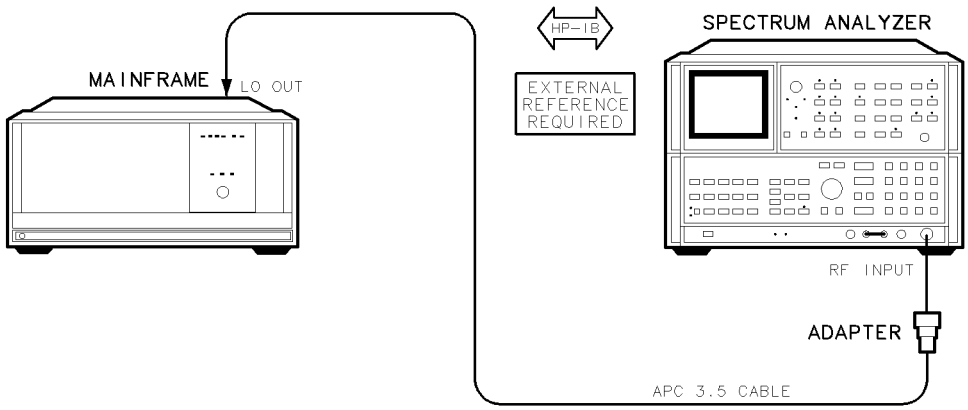

Figure 7-4. Residual FM (Span >10 MHz) Test Setup
1. Connect the HP 8566B spectrum analyzer's RF INPUT to the DUT's rear panel LO OUT jack using the adapter, as shown in Figure 7-4.